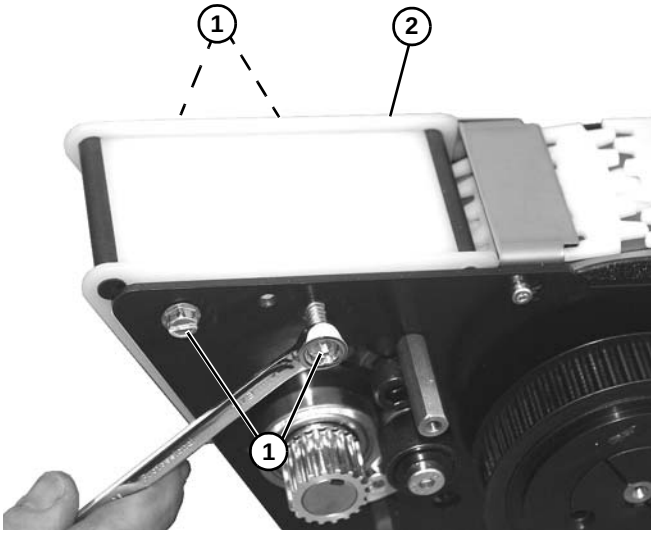

Figure 108
10. Remove four bolts **(Figure 108, item 1)** holding wear bar assembly **(Figure 108, item 2)** onto power transfer.